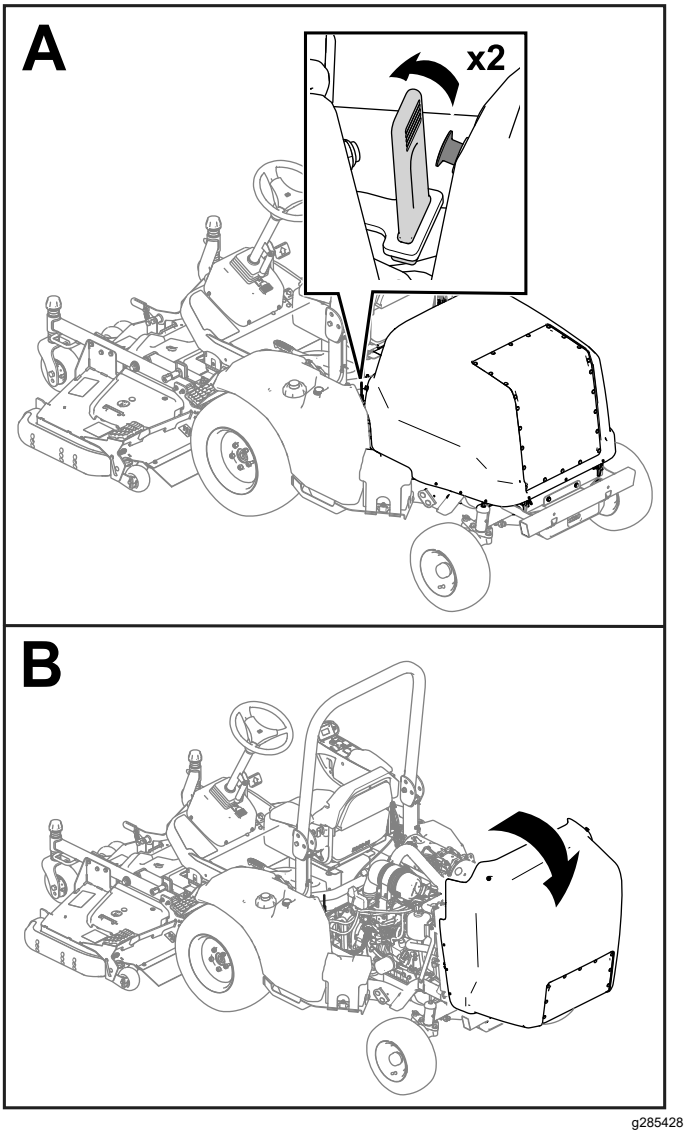

**Bild 43**
1. Lösen Sie die Gurte von beiden Seiten der Maschine (Bild 43).
2. Öffnen Sie die Motorhaube (Bild 43).